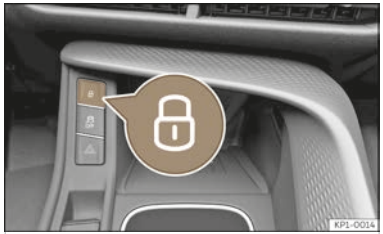

Fig. 77 On the centre console: central locking button
- Lock: press the 🔒 button >>> **Fig. 77**.
- Unlock: Press the 🔒 button >>> **Fig. 77** again.